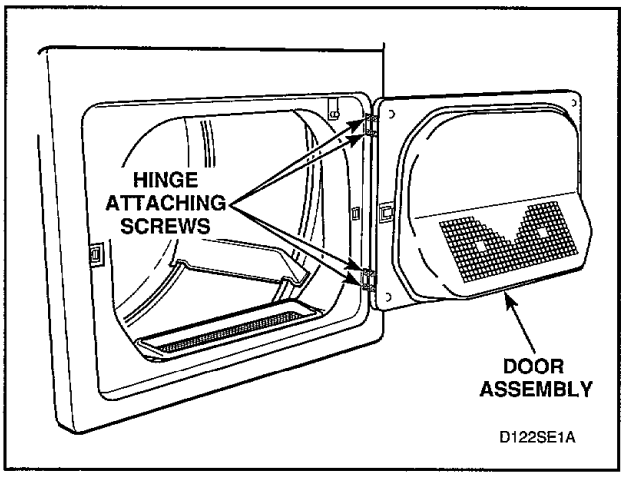

Figure 18
a. Support door and remove four screws holding hinges to front panel, *Figure 18*. Remove complete door assembly.